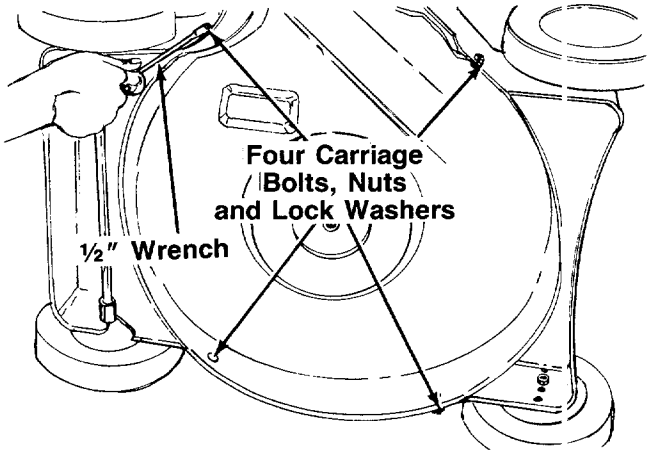

FIGURE 17.
3. Remove the four carriage bolts, nuts and lock washers holding the lower deck to the upper deck. A ½″ wrench is required. See figure 17.